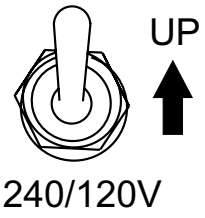

Figure 26. Full Power Switch 120V Position (Up)
12. Place the full power switch (Figure 26) in the 120V position (up).